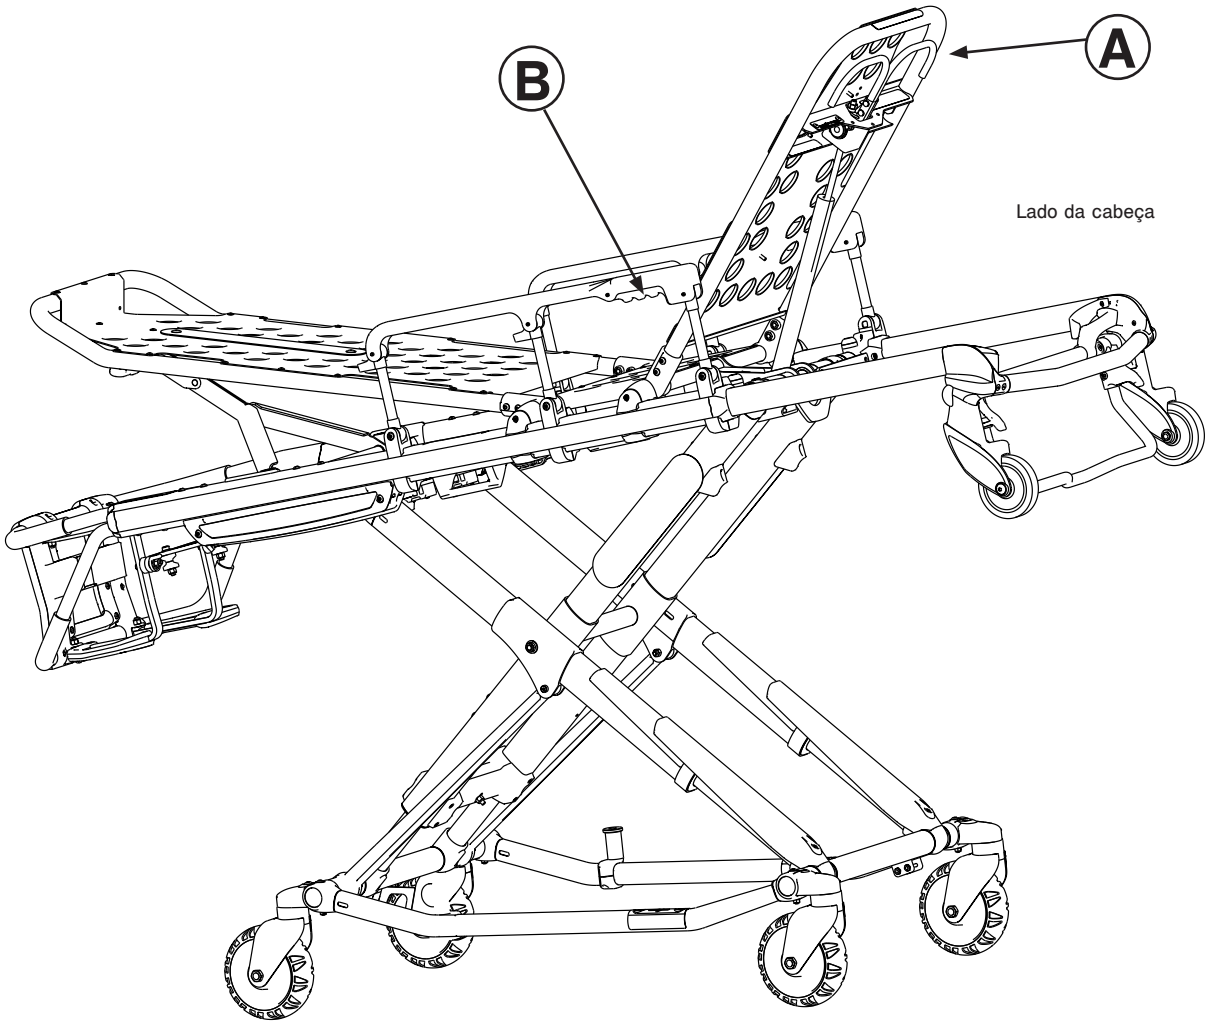

Figura 29
Para levantar o descanso para as costas, conforme ilustrado na Figura 29, apertar a pega (A) para o sistema pneumático ajudar a levantar o descanso para as costas para a posição pretendida.
Para levantar as grades laterais, conforme ilustrado na Figura 29, levantar a grade lateral até o fecho encaixar e a grade lateral bloquear no lugar.